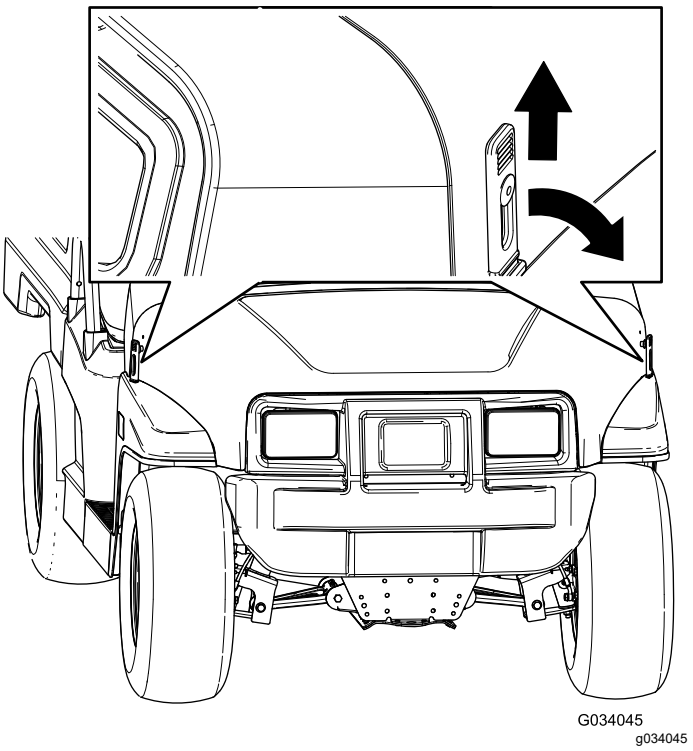

**Figur 25**
1. Løft gummilåsenes håndtag på hver side af motorhjelmen (Figur 25).
2. Fastgør motorhjelmen ved at placere gummilåsene på låseforankringerne på hver side af motorhjelmen (Figur 25).